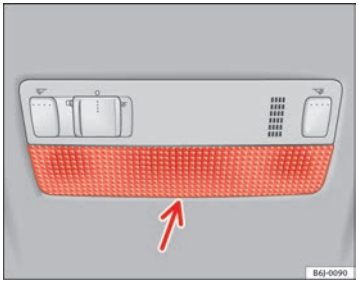

Fig. 147 Front reading light
– Insert a fine screwdriver between the casing and the glass ⇒ fig. 147.